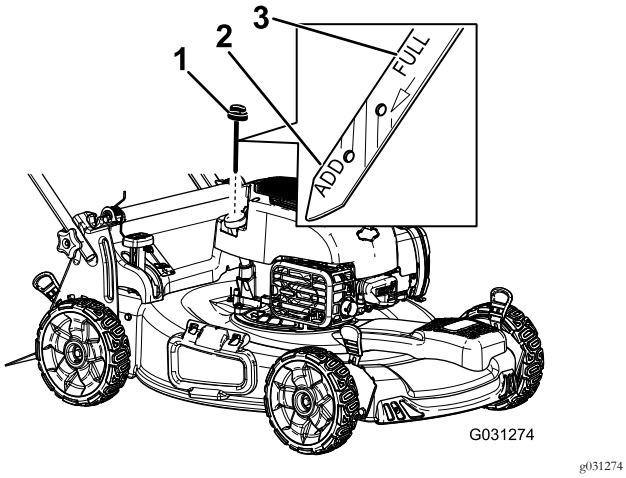

Figure 14
2. Tournez le bouchon dans le sens antihoraire et sortez la jauge (Figure 14).
5. Vérifiez le niveau d'huile indiqué par la jauge (Figure 14).